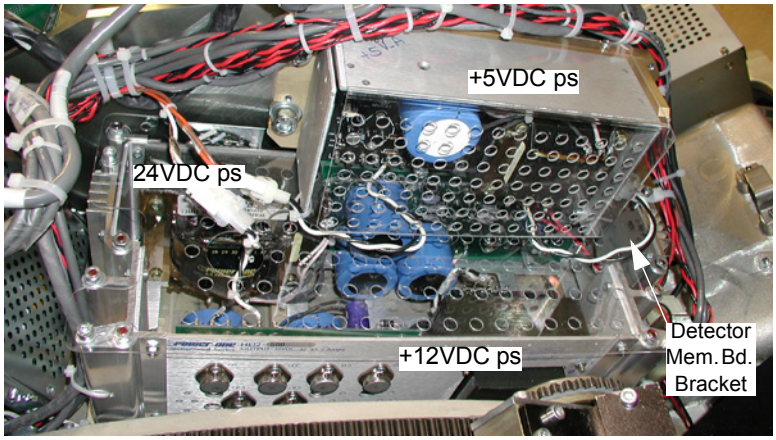

Figure 7-66 Location of +12VDC Power Supply
The +24 volt DC power supply is located behind the right **DAS** chassis, along with the +12V power supply (see Figure 7-66, above). Replacement of this supply is virtually identical to that for the -12V supply (3.3.7.3), with the following exceptions:
- The Detector Memory Board Bracket may need to be removed (see Figure 7-66)